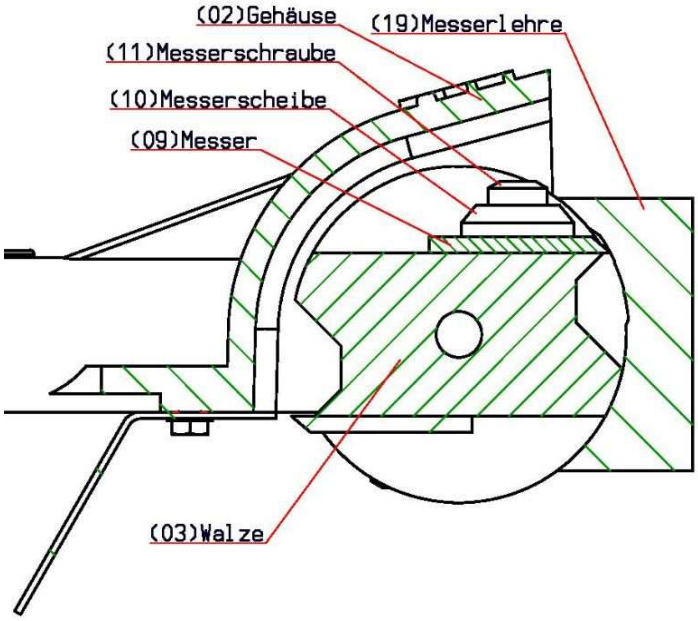
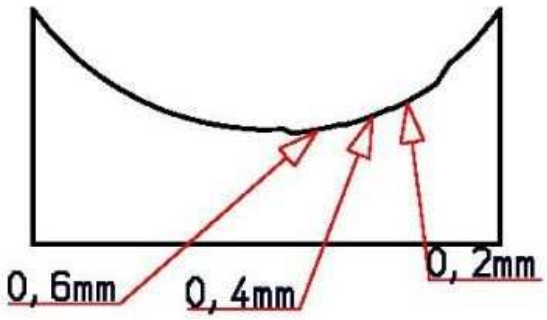

Bild 2
Bild 3
- Als erstes, löst man die Messerschraube (11) und schiebt das Messer (09) ganz nach hinten.
- Dann legt man die Messerlehre (19) auf die Walze (03) auf, so das sie auf den beiden Auflageflächen der Walze (03) oben und unten aufliegt (s. Bild 2).
- Schieben sie das Messer (09) bis zur gewünschten Einstellhöhe (0,2mm; 0,4mm; 0,6mm) ran (s. Bild 2 und Bild 3)
- Fixieren sie die Messer (09) in der Position (Alle 4 Messer werden auf gleiche Weise eingestellt).
- Ziehen sie die Messer (09) mit Hilfe eines Drehmomentschlüssels an.